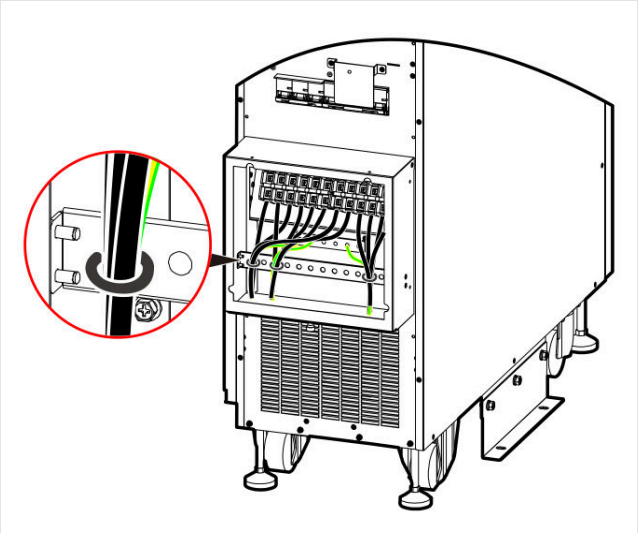

FIGURE 4-25 Securing the cables
6. Divide the cables into three bundles and tie them to the bottom of the cabinet (Figure 4-25).